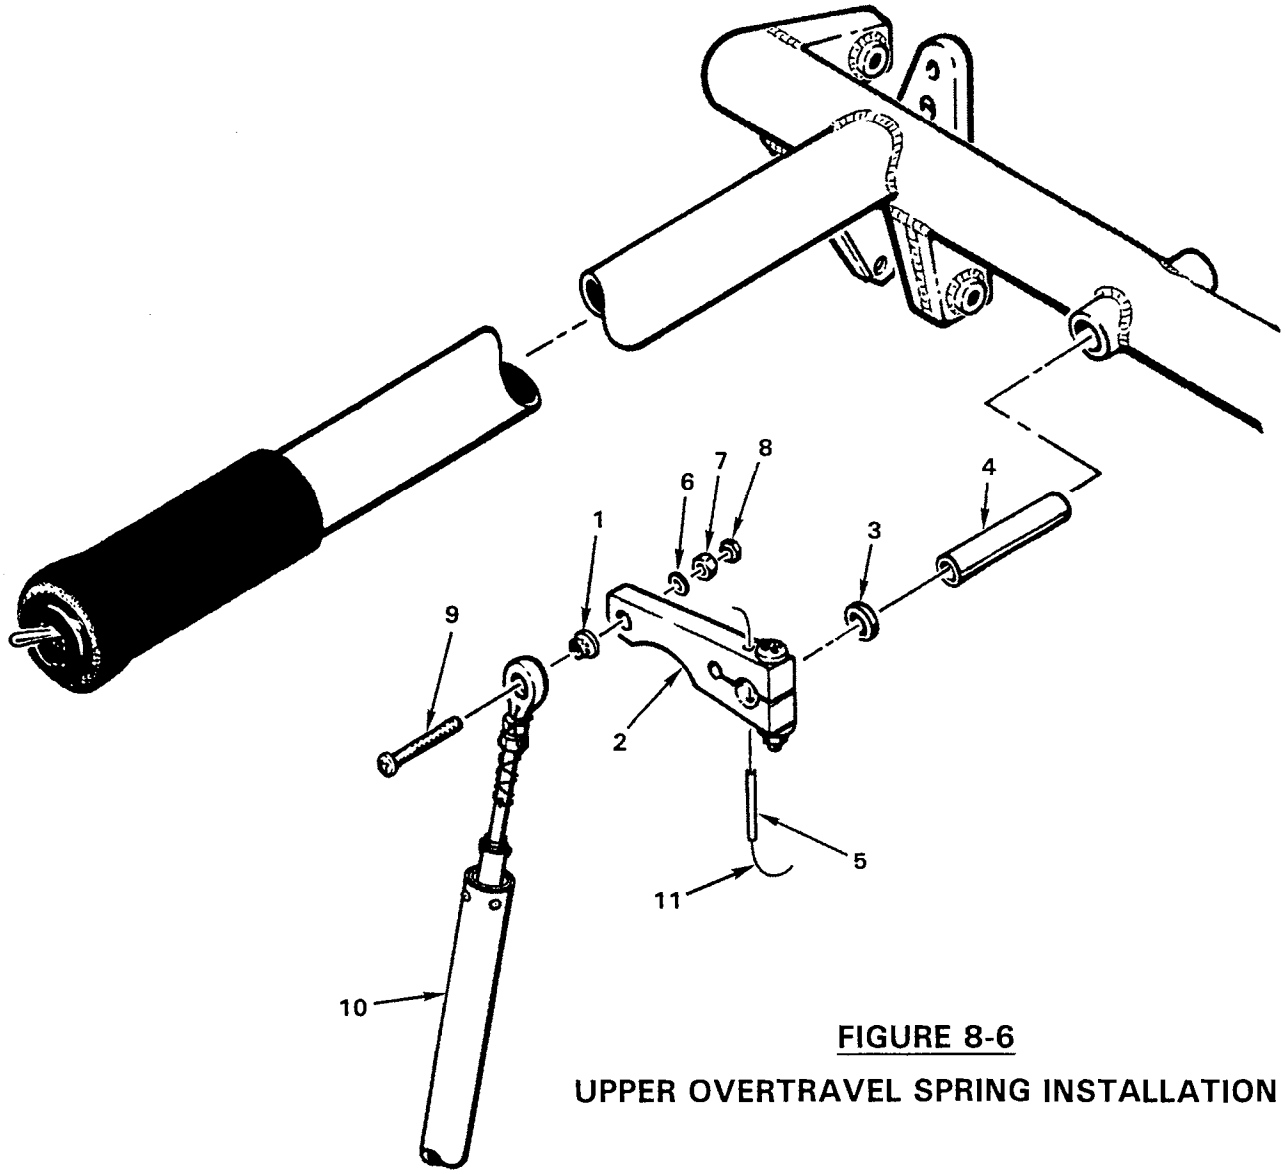

FIGURE 8-6
g) Install the A327-1 overtravel spring to the end hole of the A342-1 collective arm. (See Fig. 8-6).